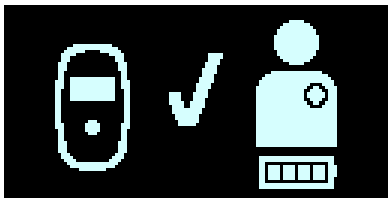

Figura 84: Tela de recarga do GPI concluída com sucesso
8. Quando a bateria do GPI OPTIMIZER Smart Mini estiver totalmente recarregada, Carregador Vesta emitirá três bipes curtos e exibirá a tela Recarga do GPI concluída com sucesso (consulte a **Figura 84**). O Carregador Vesta será desligado automaticamente.